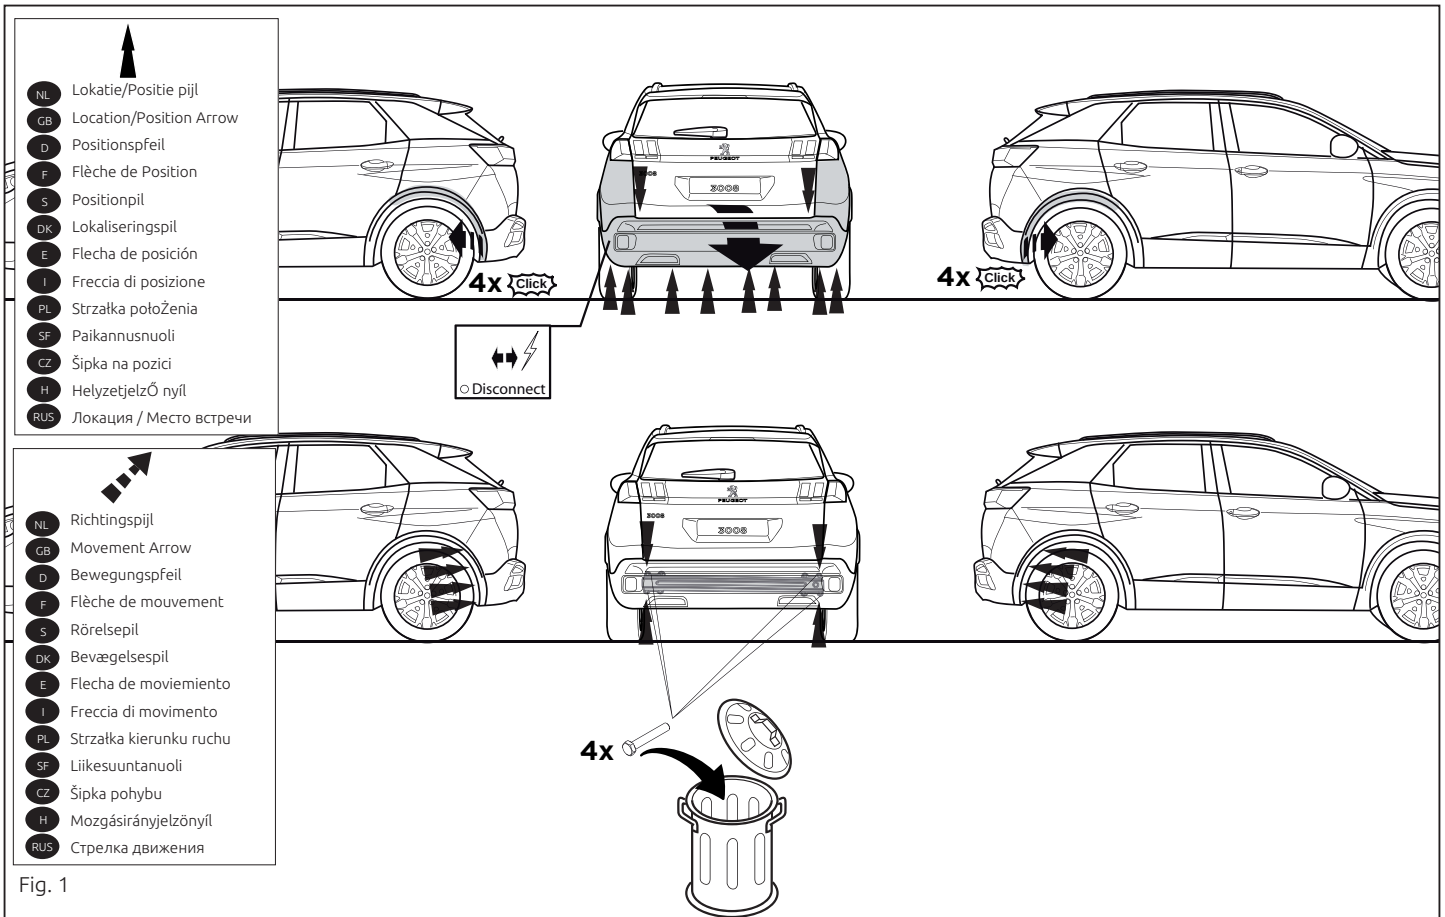

Fig. 1
1. Снять бампер. См. рисунок 1.